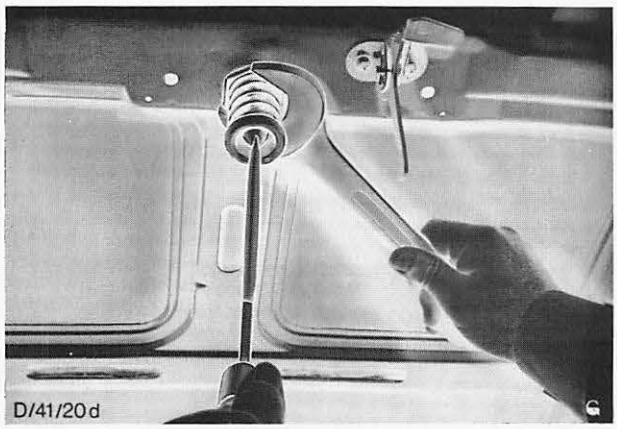

Abb. 28 Schloßdorn montieren und einstellen
2. Schloßdorn in die Motorhaube einschrauben, Abb. 28.